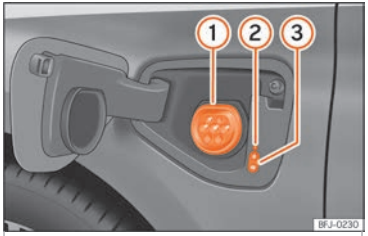

Fig. 227 Derrière le cache de chargement de la batterie sur la partie avant gauche : Prise de charge
››› fig. 227
- Avec le véhicule déverrouillé, appuyez sur le cache de charge de la batterie et celui-ci s'ouvrira ››› fig. 227.